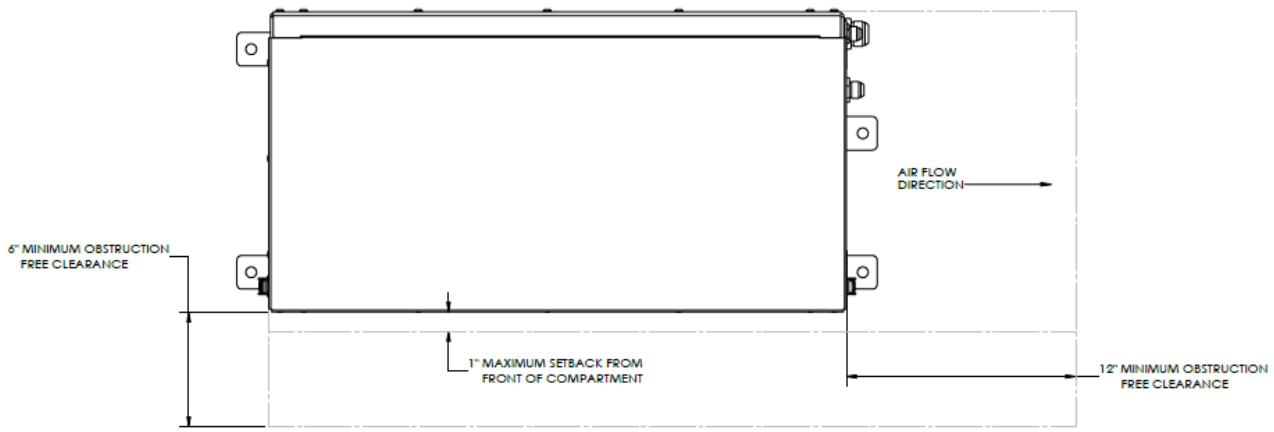
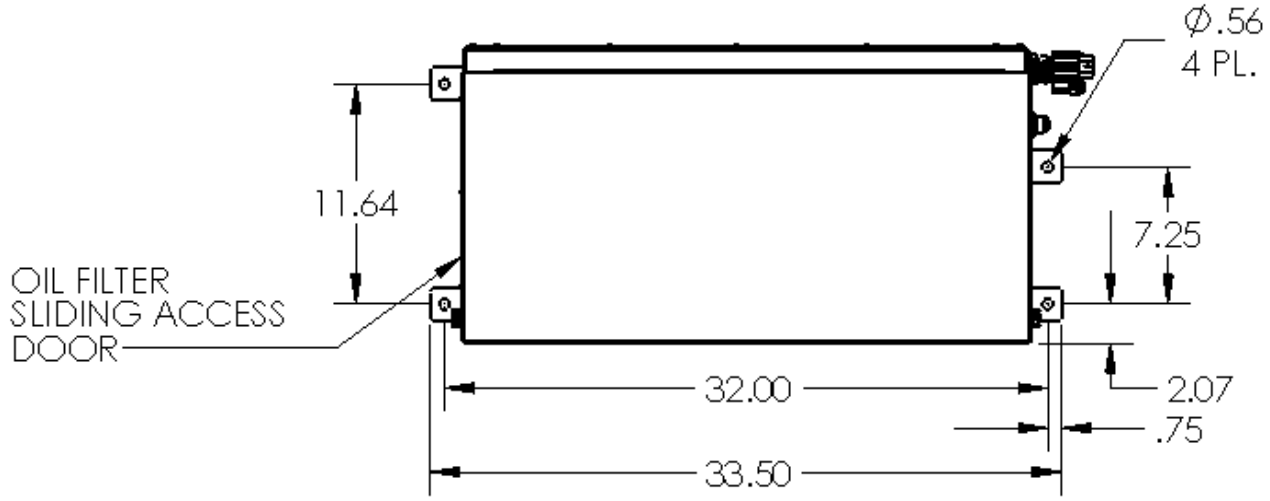

Figure 3 – Top View of ER-6.2, ER-8, ER-10 and ER-110 Tray Assemblies Showing Minimum Clearance for Proper Ventilation
Figure 5 – Mounting Hole Pattern for ER-6.2, ER-8, ER-10 and ER-110 Assemblies
6. SPS models ER-6.2, ER-8, ER-10 and ER-110 can be mounted on top of a vehicle, in the open, without requiring any additional coverings. Reference Figure 3. for the minimum clearances around the perimeter of the generator's tray assembly. Also, do not position any obstructions directly in front of the system's oil cooler. If the system cannot be installed without maintaining the minimum clearances as indicated, or if you have any questions related to the installation of these systems, contact Smart Power Systems® at (231) 832-5525.
2. Locate and bore mounting holes for generator tray assembly as shown in Figure 5. Maintain minimum clearances as indicated in Figure 3.